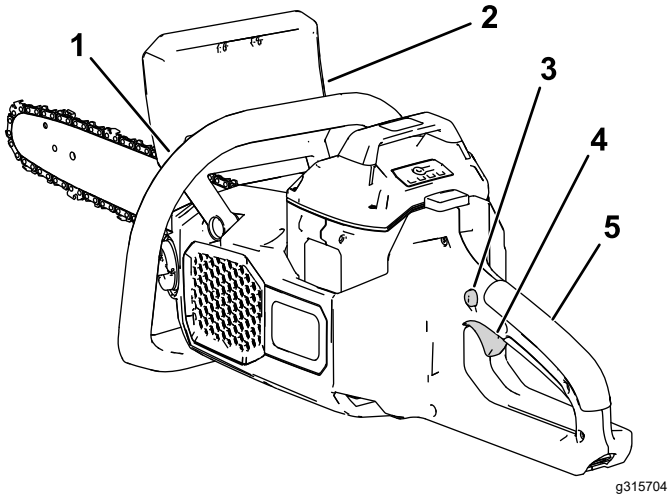

Rysunek 9
7. Trzymając lewą dłoń na uchwycie przednim i prawą na uchwycie tylnym naciśnij blokadę przycisku uruchamiającego, a następnie naciśnij przycisk uruchamiający (Rysunek 9).